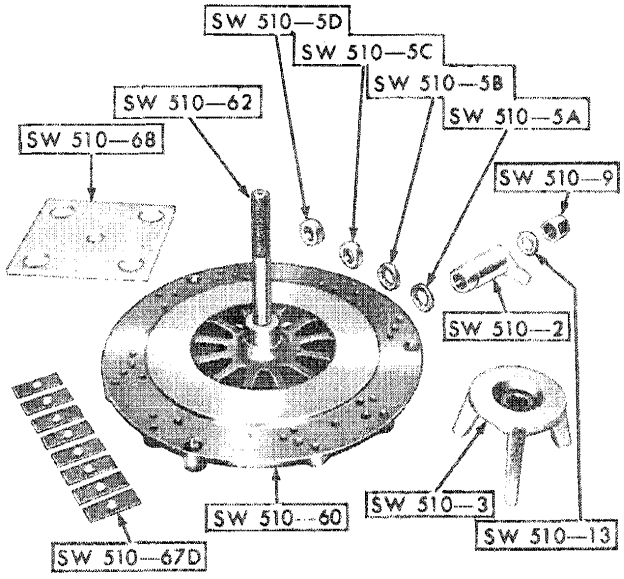

Figure 29
Listed below and illustrated in Figure 29 are those component parts of Universal Clutch Fixture Tool SW510 which are used when overhauling previous type single clutches.
1. Insert the serrated end of the Fixture Spindle, Tool No. SW510-62, Figure 29, into the hub of the Fixture Base, Tool No. SW510-60. Position the fixture base on edge and install the Washer, Tool No. SW510-66 (not shown) and Jam Nut, Tool No. SW510-65 (not shown) on the end of the spindle that protrudes from the bottom of the base. Tighten the nut until the spindle bottoms in the hub.
2. Bolt the assembled Fixture Base, Tool No. SW510-60, Figure 29, to a work bench.